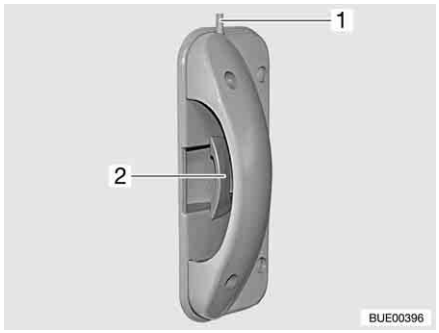

Fig. 28 Door lock of conversion door, inside
- Push the handle (Fig. 28,2).
- Push the knob (Fig. 28,1) down.